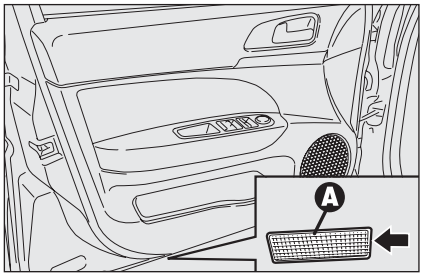
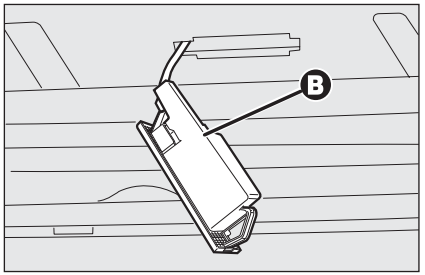

fig. 52 A0E0075m
fig. 53 A0E0235m
- ❒ abra la puerta y quite la parte transparente **A-fig. 52** haciendo palanca en el punto indicado por la flecha;
- ❒ levante la protección **B-fig. 53** y sustituya la lámpara montada a presión;
- ❒ cierre la protección **B-fig. 53** de la parte transparente **A-fig. 52**;